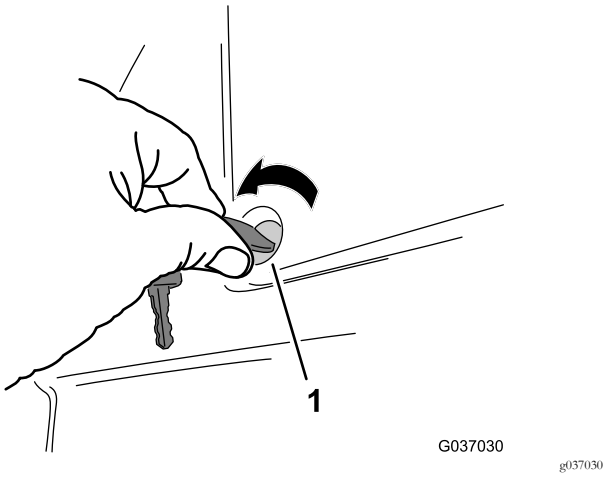

Figure 1
1. Rotate the 2 quarter-turn-fasteners that secure the battery cover to the operator's platform counterclockwise, and remove the cover (Figure 1).